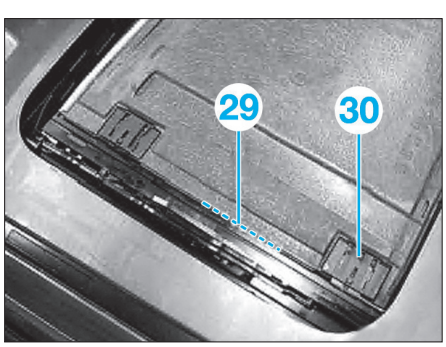

Fig. 145
• Lors de la repose du cadre de ciel de pavillon, le ressort de butée (29) doit se trouver devant le patin arrière (30) **(Fig.145)**.